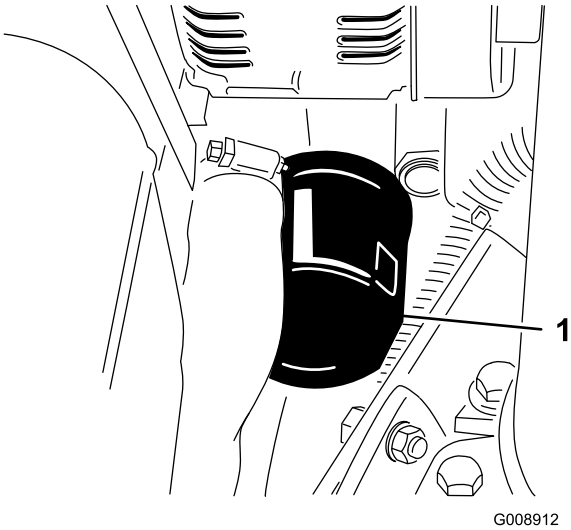

Figur 46
2. Avlägsna oljefiltret (Figur 46). Stryk på ett tunt lager ren olja på den nya filterpackningen innan den skruvas på. **Dra inte åt för hårt.**